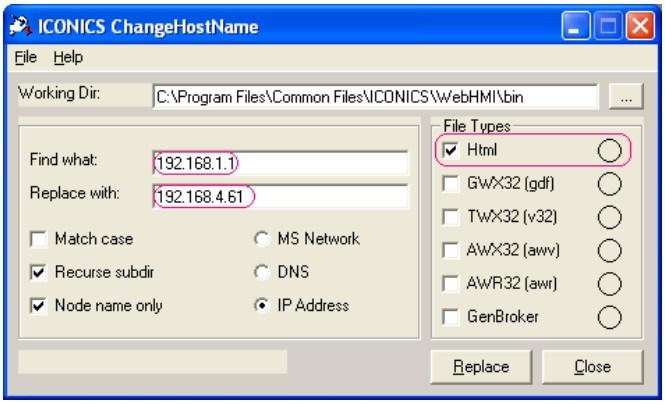

Figure C.11: All HTML Pages use the IP External to the Firewall
20. The published HTML pages use the external address for HTTP servers. The Change Host Name utility can be used for existing HTML pages, as shown in **Figure C.11.**